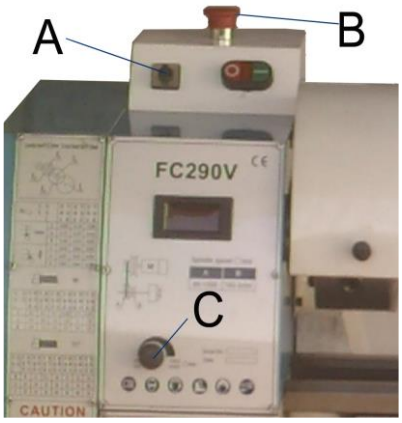

Рис. 11
1. Переключатель направления вращения шпинделя (A, Рис. 11)
2. Переключатель ВКЛ./ВЫКЛ. с функцией аварийного останова (B, Рис. 11)
3. Переключатель скорости вращения шпинделя (C, Рис. 11)